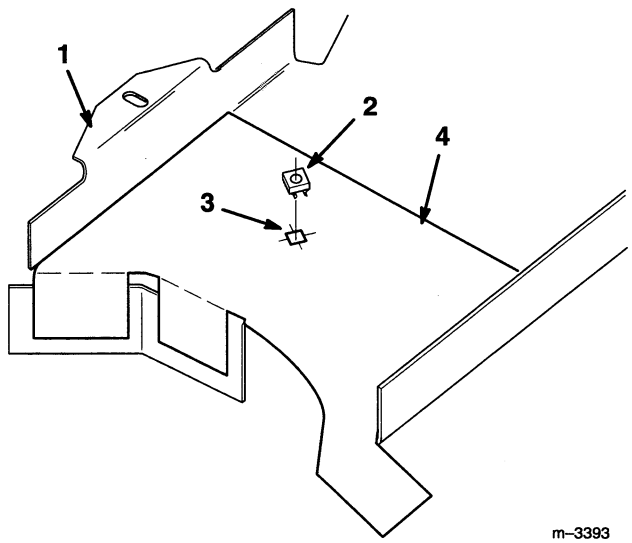

Figure 3
3. Fold the template tabs along the dotted lines, then tape the hole template onto the belt guard (Fig. 3).
4. Lay out, center–punch and drill a 5/16" hole in the center of the square hole as marked on the template (Fig. 3).
5. Use a file to open up the square hole as drawn on the template (Fig. 3).
6. Snap the retainer nut into the square hole in the belt guard from the back side of the guard (Fig. 3).